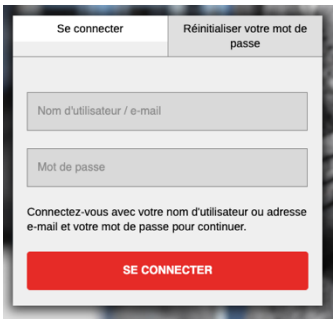

Figure 2
- Vous serez ensuite redirigé vers la zone de connexion, (*Figure 2*).